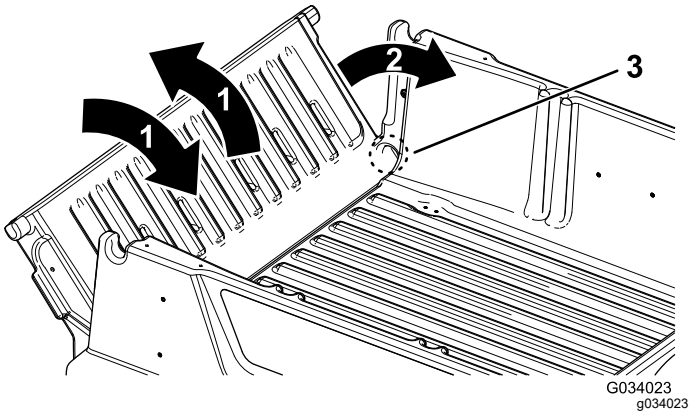

Figuur 18
2. Draai de achterlaadklep ongeveer in de 45°-stand (Figuur 18).
3. Beweeg de achterlaadklep enkele keren heen en weer met korte, schokkende bewegingen (Figuur 18).